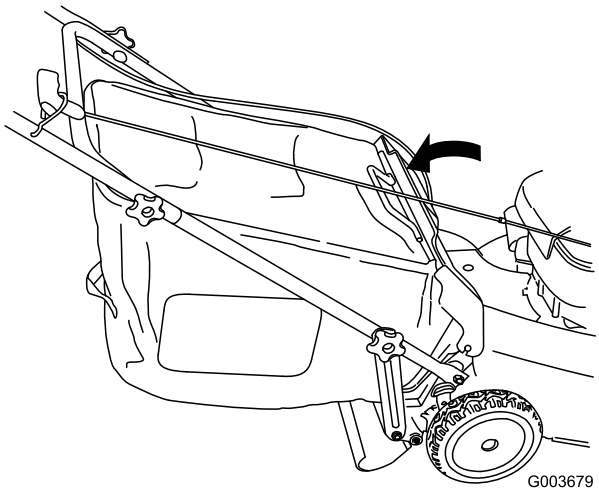

Figure 32
4. Lower the rear door (Figure 32).